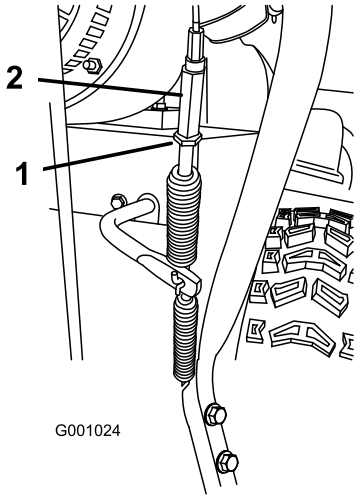

Figur 40
5. Lossa kontramuttern (Figur 40).
6. Lossa eller dra åt spännmuttern som reglerar kabelanspänningen (Figur 40).